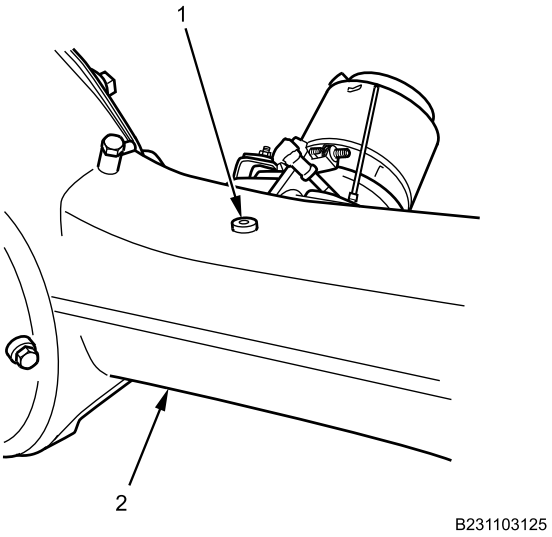

Figure 22. Guide Pin.
8. Locate wedge guide pin (Figure 22, Item 1) on rear axle assembly (Figure 22, Item 2).